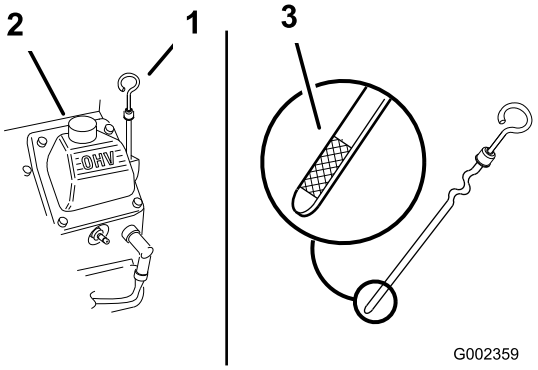

**Figuur 16**
2. Maak de omgeving van de peilstok schoon (Figuur 16), zodat er geen vuil in de vulopening kan komen, waardoor schade aan de motor kan ontstaan.
3. Verwijder de peilstok uit de buis en veeg deze schoon. Schuif daarna de peilstok weer helemaal terug (Figuur 16).
Het oliepeil moet tot aan de vol-markering 'Full' op het metalen uiteinde van de peilstok reiken (Figuur 16).
5. Als het oliepeil beneden de vol-markering 'Full' staat, verwijdert u de vuldop (Figuur 16) en vult u bij met olie totdat het oliepeil de vol-markering 'Full' op de peilstok bereikt. **Niet te vol vullen**.